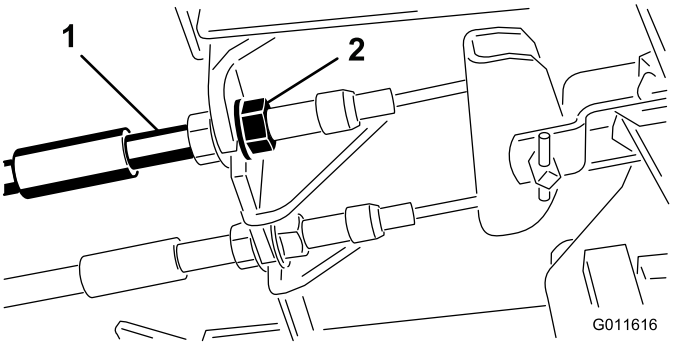

Figur 66
1. Hvis du vil redusere frigangen til bremsepedalene, strammer du bremsene ved å løsne den fremre mutteren på bremsekabelens gjengeende (Figur 66).